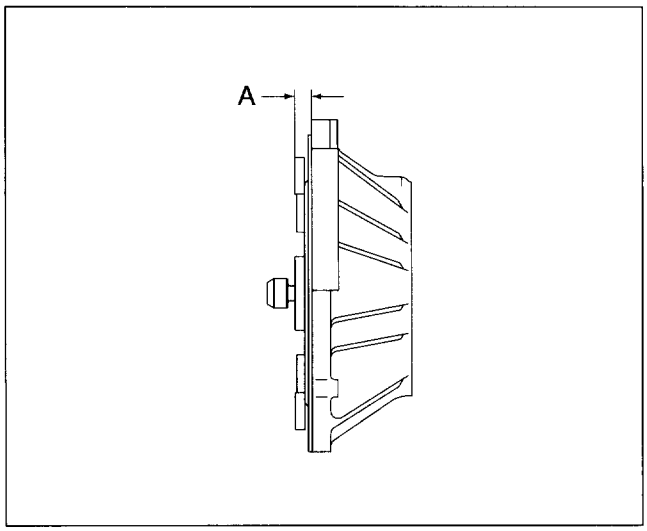

Figure 42. Torque Converter Installation Position
3. Measure the dimention A from the torque converter housing to the torque converter set block and confirm that the torque converter is inserted to the correct position (figure 42).